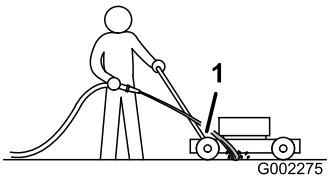

Figura 32
3. Tenete il flessibile da giardino all'altezza della stegola e indirizzate il getto verso terra davanti alla ruota posteriore **destra** (Figura 32).